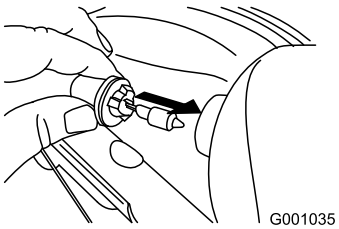

Figur 60
4. Sätt i en ny lampa på strålkastarens baksida (Figur 60).